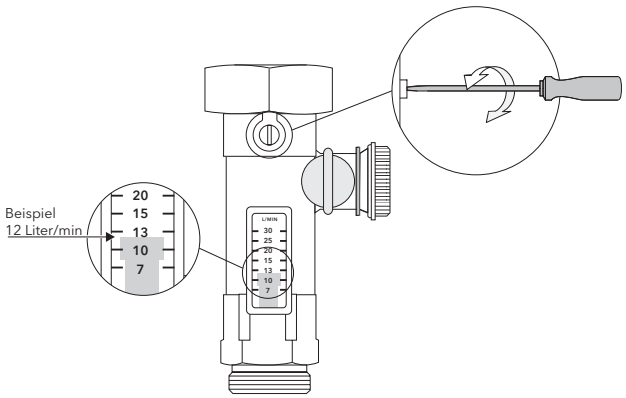

*Abb. 77 Durchflussmesser (33) mit Einstellschraube.*
- Durchflussmesser in der Solarstation auf maximalen Durchfluss stellen. Dazu muss die Schlitzschraube senkrecht stehen (Abb. 77).